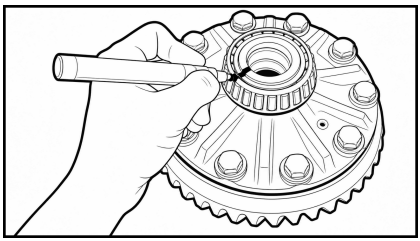
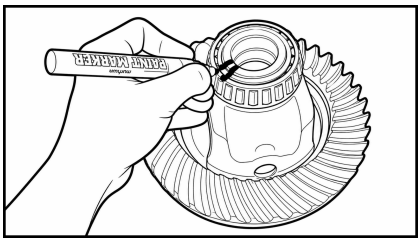

Рис. 3
Рис. 4
**1.10** Промаркируйте внутренние обоймы подшипников, которые будут использоваться повторно: одна метка — со стороны ведомой шестерни, две метки - с противоположной стороны. Это необходимо для того, чтобы каждая повторно используемая внутренняя обойма подшипника была установлена с той же стороны, что и соответствующая ей наружняя обойма, оставшаяся в картере и крышке моста. (**Рис. 3**, **Рис. 4**)